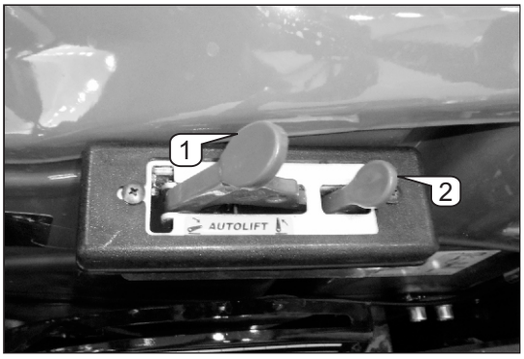

Fig. . 4.40
- Interruptor de pressão (1, Fig. 4.40) rebaixará o elevador. Mantenha esta alavanca pressionada para o trabalho normal de elevação.
- O Interruptor de Liberação (2, Fig.4.40) levantará o elevador para a posição superior.